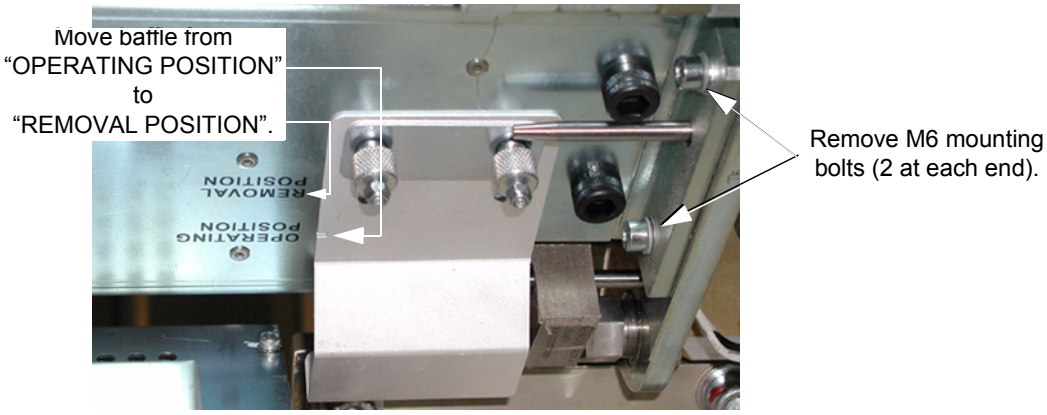

Figure 7-57 DAS Air Plenum: Baffle & Mounting Bolts
3.) Set air baffles on either end of the duct to the "Removal Position" (see Figure 7-57):
4.) Remove four (4) M6 mounting bolts (2 at each end). See Figure 7-57.